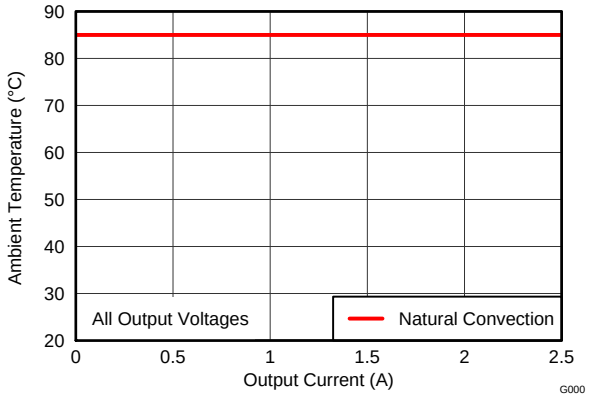

Figure 10. Safe Operating Area
(3) The temperature derating curves represent the conditions at which internal components are at or below the manufacturer's maximum operating temperatures. Derating limits apply to devices soldered directly to a 100 mm × 100 mm double-sided PCB with 1 oz. copper. Applies to Figure 10.